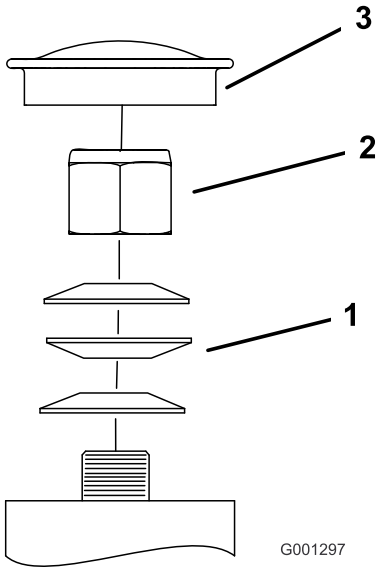

Figur 45
3. Fjern støvhætten fra styrehjulet, og spænd låsemøtrikken (Figur 45).
4. Spænd låsemøtrikken, indtil fjederskiverne er flade, og skru derefter 1/4 omgang ud for at indstille forspændingen på lejerne korrekt (Figur 45).
Vigtigt: Sørg for, at fjederskiverne monteres korrekt som vist i Figur 45.
5. Monter støvdækslet (Figur 45).